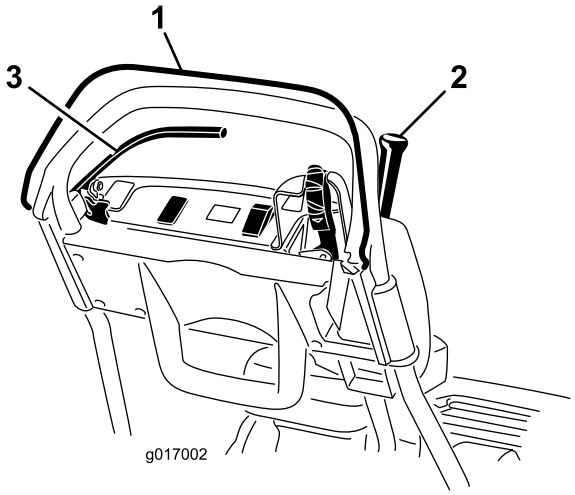

Figuur 27
3. Probeer terwijl de dodemanshendel vrij staat de tractiehendel in te schakelen (Figuur 27). De tractiehendel mag niet inschakelen. Als de tractiehendel toch wordt ingeschakeld, is onderhoud van het interlocksysteem vereist. Zorg ervoor dat het probleem is verholpen voordat u de machine gaat gebruiken. Zie Onderhoud van de tractie-interlockschakelaar (bladz. 31).
4. Zet de dodemanshendel vrij wanneer deze ingedrukt is en de tractiehendel ingeschakeld (Figuur 27). De tractiehendel moet uitgeschakeld worden. Als de tractiehendel niet wordt uitgeschakeld, is
5. Schakel de tractie- en messenkooiaandrijving in en zet de dodemanshendel vrij wanneer deze ingedrukt is en de schakelhendel naar links staat (Figuur 27). De tractiehendel moet uitgeschakeld worden. Als de tractiehendel niet wordt uitgeschakeld, is onderhoud van het interlocksysteem vereist. Zorg ervoor dat het probleem is verholpen voordat u de machine gaat gebruiken. Zie Onderhoud van de tractie-interlockschakelaar (bladz. 31), De tractiebediening afstellen (bladz. 34), of De bediening van de messenkooi afstellen (bladz. 35).
6. Beweeg de schakelhendel naar rechts om de messenkooiaandrijving uit te schakelen, terwijl de dodemanshendel ingedrukt is en de schakelhendel naar links staat om de tractie- en messenkooiaandrijving in te schakelen (Figuur 27). De messenkooiaandrijving moet uitgeschakeld worden. Als de tractiehendel niet wordt uitgeschakeld, is onderhoud van het interlocksysteem vereist. Zorg ervoor dat het probleem is verholpen voordat u de machine gaat gebruiken. Zie De bediening van de messenkooi afstellen (bladz. 35).
2. Terwijl de dodemanshendel ingedrukt is, de tractiehendel ingeschakeld en de motorbedieningsorganen in de startstand (Figuur 27): probeer de motor te starten. De motor mag niet starten. Als de motor wel start, moet de interlockschakelaar worden nagekeken. Zorg ervoor dat het probleem is verholpen voordat u de machine gaat gebruiken. Zie Onderhoud van de tractie-interlockschakelaar (bladz. 31).
2. Terwijl de tractiehendel uitgeschakeld is, de bedrijfsrem ingeschakeld en de motorbedieningsorganen in de startstand (Figuur 27): Probeer de motor te starten. De motor zou moeten starten. Als de motor niet start, moet de interlockschakelaar worden nagekeken. Zorg ervoor dat het probleem is verholpen voordat u de machine gaat gebruiken. Zie Onderhoud van de reminterlockschakelaar (bladz. 32).
3. Schakel de bedrijfsrem in (niet de parkeerrem), druk de dodemanshendel in en schakel de tractiehendel in, terwijl de motor draait (Figuur 27). De motor moet werken om ondanks de rem te blijven draaien, maar mag niet afslaan. Als de motor onmiddellijk afslaat, moet de interlockschakelaar worden nagekeken. Zorg ervoor dat het probleem is verholpen voordat u de machine gaat gebruiken. Zie Onderhoud van de reminterlockschakelaar (bladz. 32).
4. Schakel de vergrendeling van de parkeerrem in, druk de dodemanshendel in en schakel de tractiehendel in, terwijl de motor draait (Figuur 27). De motor moet afslaan. Als de motor niet afslaat, moet de interlockschakelaar worden nagekeken. Zorg ervoor dat het probleem is verholpen voordat u de machine gaat gebruiken. Zie Onderhoud van de reminterlockschakelaar (bladz. 32).